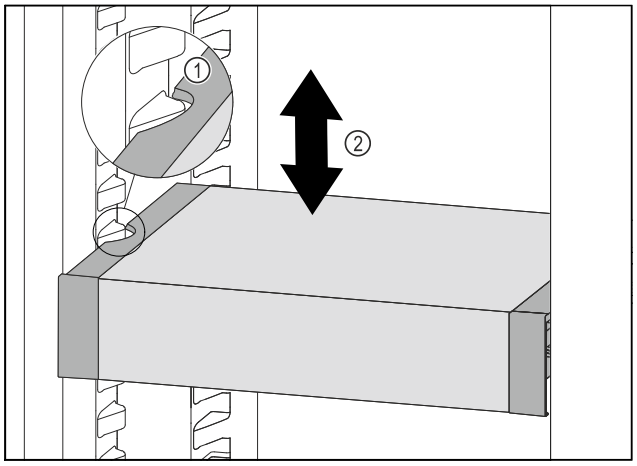

*Fig. 108*
▶ Trageți în față VarioSafe, până când degajările laterale ale VarioSafe se află la înălțimea nervurii recipientului din frigider. *Fig. 108 (1)*
▶ Mișcați în sus sau în jos VarioSafe în frigider, până când este atinsă înălțimea dorită. *Fig. 108 (2)*